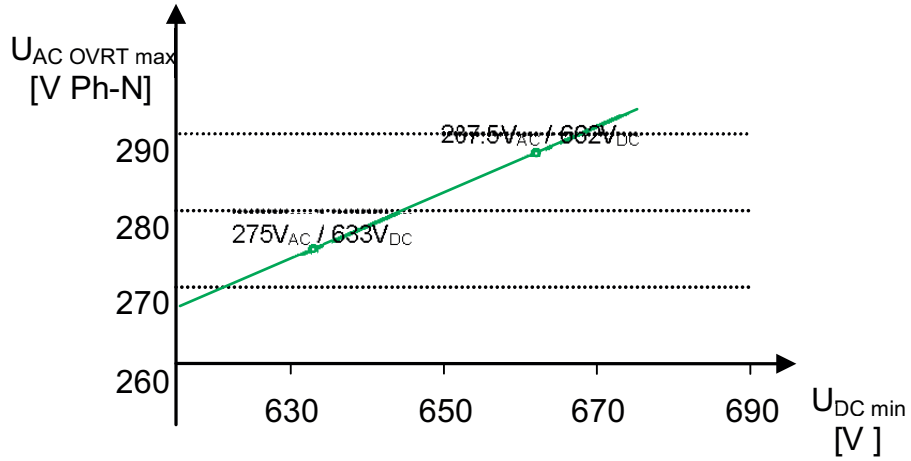

Abb. 64: Minimale DC-Spannung für Störfestigkeit gegen AC-Überspannung
Neben der maximalen Nennspannung wird die Störfestigkeit gegen Spannungsspitzen außerdem durch den tatsächlichen Ladezustand der angeschlossenen Batterie beschränkt. Wenn die Netzspannung bezogen zur tatsächlichen Batteriespannung ansteigt, muss der Wechselrichter möglicherweise vom Netz getrennt werden, sodass es nicht zu einem unkontrollierten Stromfluss in die Batterie kommt. Das Verhältnis der minimalen Batteriespannung (DC) zur Netzspannung (AC), bei dem ein unkontrollierter Stromfluss vermieden wird, ist in [Siehe Abbildung 64 [▶ Seite 80] dargestellt.